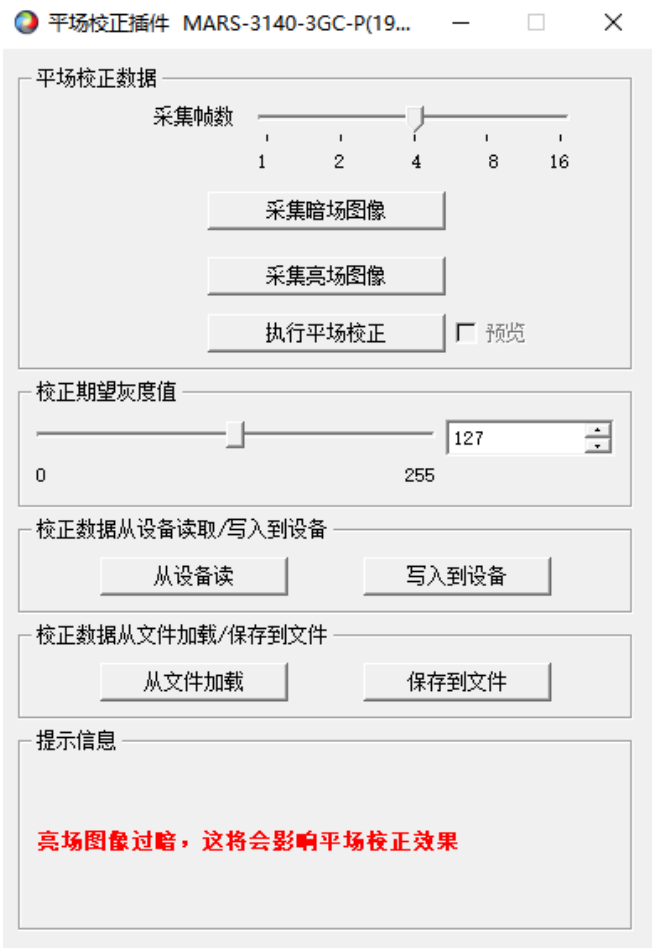

图 9-16 亮场图像过暗
4) 如果采集的亮场图像亮度小于 20 时，会在提示框中提示采集的亮场图像会影响平场校正效果，如图 9-16 所示，在这种情况下，建议您调整图像亮度在 20 ~ 250 之间，而后重新采集亮场图像；